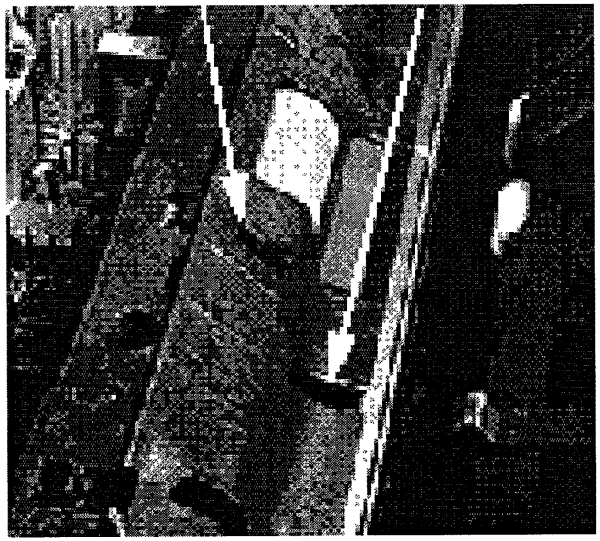

Рис. 2-20 **Датчики ADF**
3. Проверьте, не заедают ли датчики - выключатели ADF и датчики - выключатели положения сканера (см. рис. 2-20).